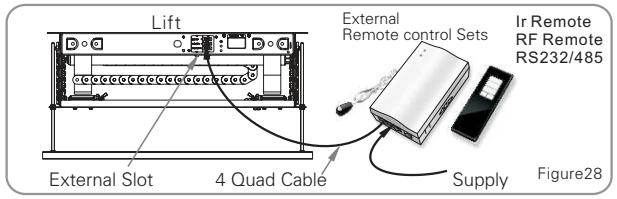

Figure28
(2) Connecting the receiver box and lift with a Quad Cable(Cable Dia must bigger than 4*0.75mm2,refer to Figure 28)